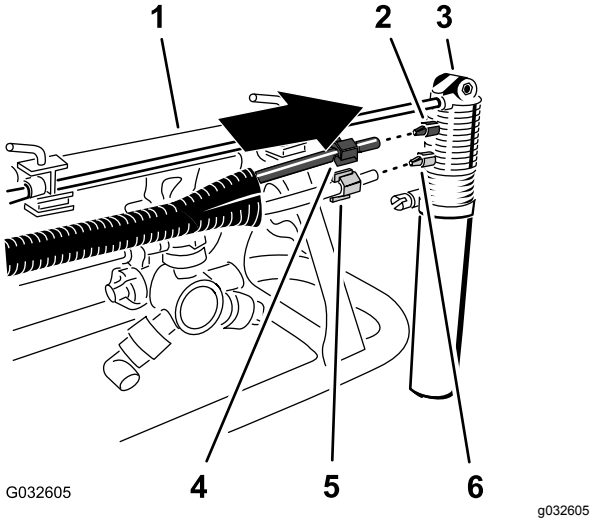

Rysunek 21
1. Nasuń niebieską nakrętkę ściskającą na końce niebieskiego przewodu rurowego, a białą nakrętkę na przezroczysty przewód (Rysunek 21).
2. Przyłóż koniec przezroczystego przewodu z białą nakrętką ściskającą do białego złącza dyszy znacznika pianowego, po czym dokręć nakrętkę ściskającą palcami (Rysunek 21).
3. Przyłóż koniec niebieskiego przewodu z niebieską nakrętką ściskającą do niebieskiego złącza dyszy znacznika pianowego, po czym dokręć nakrętkę ściskającą palcami (Rysunek 21).